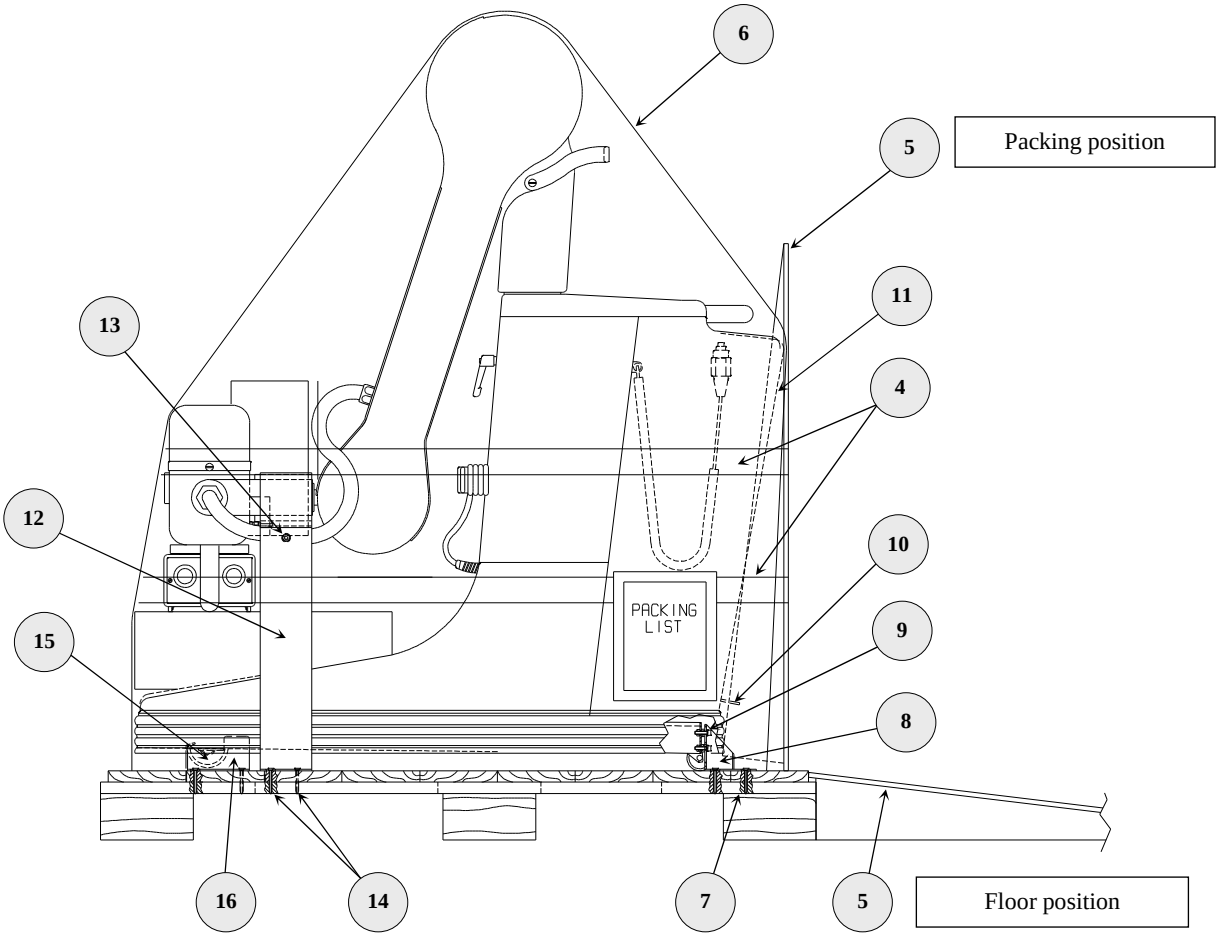

FIGURE 1 - LATERAL VIEW
1. Cut the tape (**4**) and remove the slide (**5**) – SEE **FIGURE 1**
8. put the slide (**5**) on the floor, as shown in **FIGURE 1**
3. remove the carton packing from its housing; the mobile unit is as shown in **FIGURE 1**
2. remove the crate walls: be careful not to ruin the wall (**5**) that has to be used as slide; the mobile unit is as shown in **FIGURE 1**
Note: in the wood packing case, the slide (5) is not mounted as shown in* FIGURE 1, *because it is substituted by the wall (5), previously mentioned